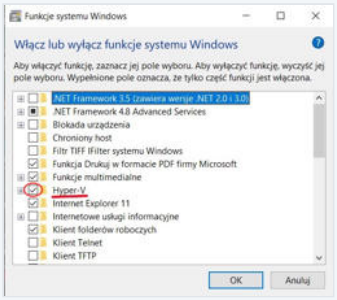

Rys. 1. Pole Hyper-V.
2. Zaznacz pole **Hyper-V** (Rys. 1) i kliknij **OK**.
Zasilanie (rys. 1): zasilanie główne 230 Vac wchodzi na zaciski INPUT (N, L) wyłącznika różnicowo-nadprądowego. Z zacisków OUTPUT (N, L) zasilane są napęd LC20E-1000W (zaciski L, N) i zasilacz 24 V DC (zaciski N, L). Wyjście zasilacza (+, −) idzie na listwy +24 DC i 0 DC. Z nich zasilane są zaciski Sys_24V, Sys_0V, Field_24V i Field_0V sterownika PLC oraz hamulec. Zacisk 1 modułu LC2406 załącza cewkę przekaźnika hamulca (A1+; A2− do listwy 0 DC). Styki przekaźnika 14–11 zamykają obwód hamulca w przewodzie 0 V, a +24 V idzie do hamulca wprost z listwy +24 DC. Uziemienie (PE napędu, GND zasilacza, przewód ochronny zasilania głównego) jak na schemacie.
Rys. 1. Schemat elektryczny zestawu: napęd LC20E-1000W, sterownik LC1004 z modułem LC2406, przekaźnik hamulca, zasilacz 24 V DC i wyłącznik różnicowo-nadprądowy. Przycisku ZASILANIE na schemacie nie ma.